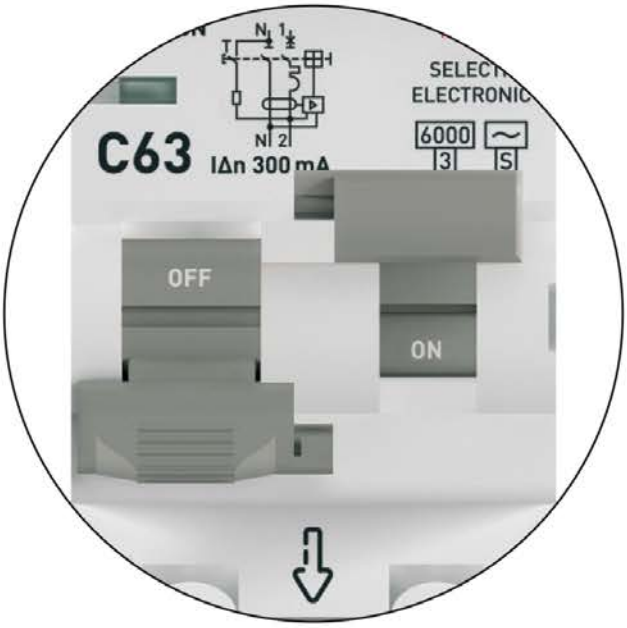

Рис. 5 – Индикация срабатывания АВДТ-63N
Рукоятка управления АВДТ состоит из двух частей. При срабатывании АВДТ по причине возникновения короткого замыкания или перегрузки, левая часть рукоятки управления переходит в нижнее положение (OFF), а правая рукоятка остаётся в верхнем положении (ON), как показано на рис. 5.